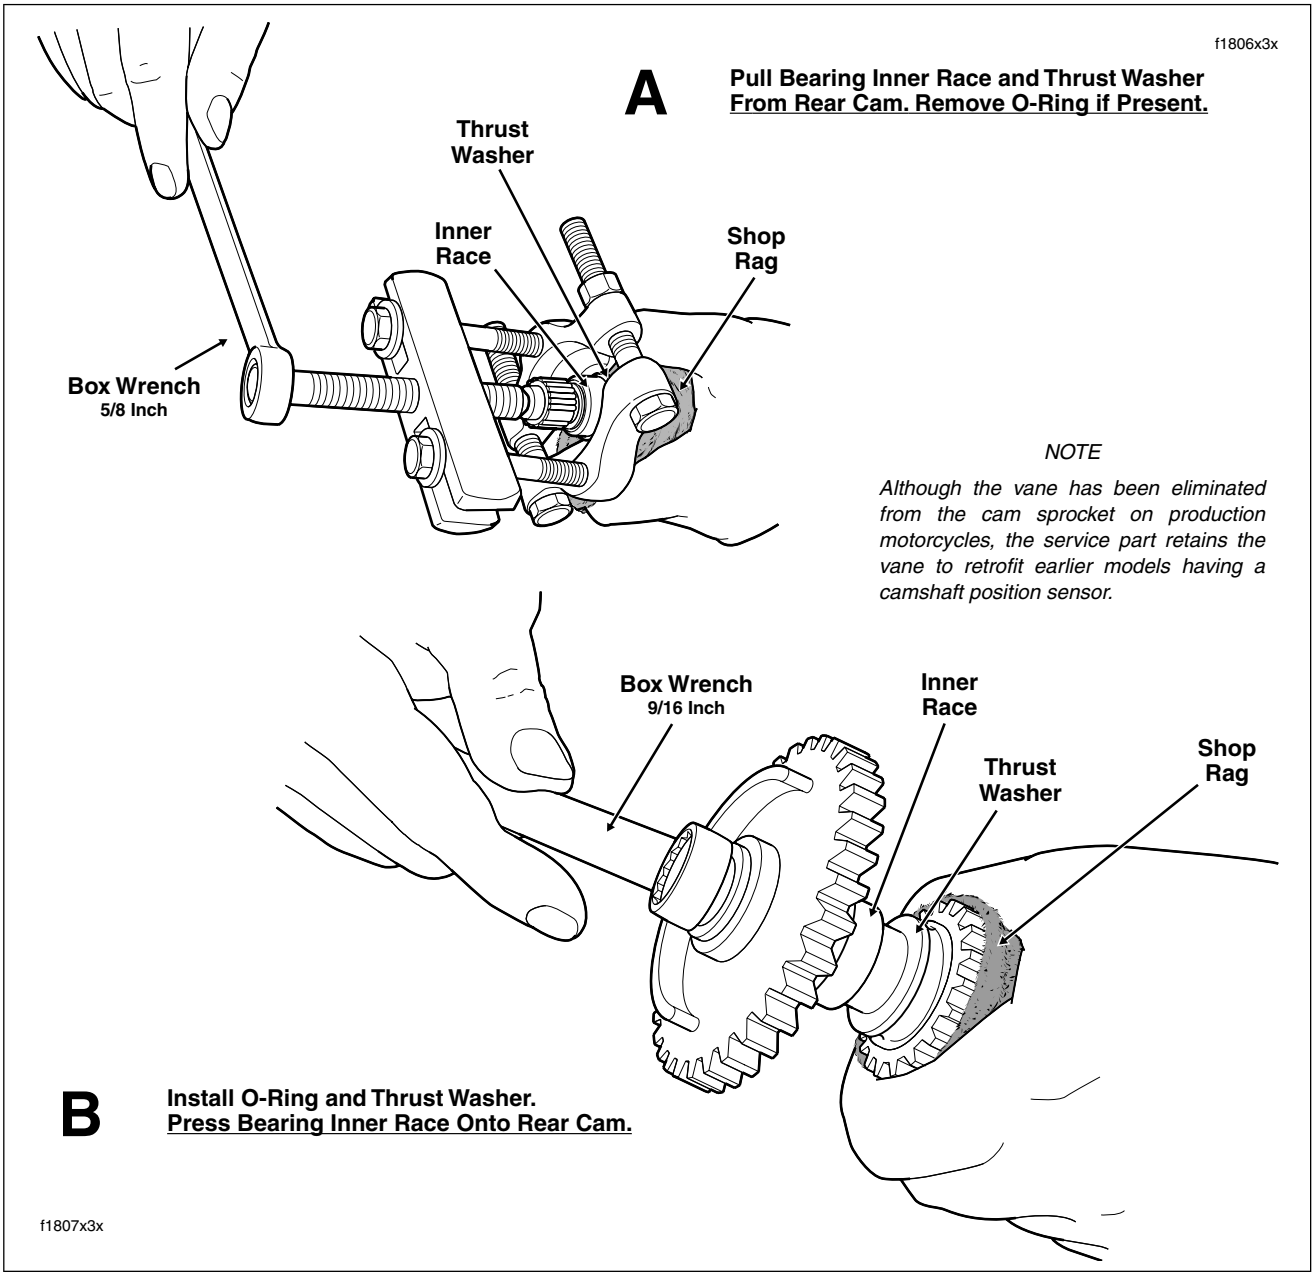

Figure 3-108. Remove/Install Bearing Inner Race (With O-Ring and Thrust Washer) Onto Rear Camshaft
d. Using a 5/8 inch box wrench, turn forcing screw until bearing inner race and thrust washer are pulled free of camshaft. See A of Figure 3-108. A light interference fit allows the parts to be removed with little effort. Discard inner race and thrust washer.
e. Wrap a shop rag around camshaft to get a firm grip and also to protect hand from sharp edges of sprocket. Using a 9/16 inch box wrench, turn flange bolt in a clockwise direction. Bearing inner race is fully installed when it makes firm contact with the thrust washer. See B of Figure 3-108.